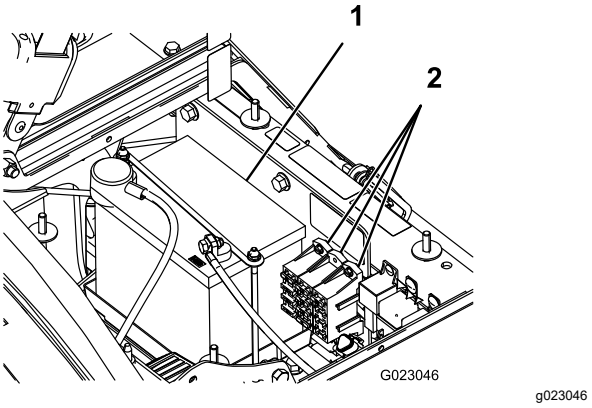

Figuur 48
Er zijn 2 zekeringen en 1 lege sleuf in het elektrische systeem. Deze bevinden zich onder de bestuurdersstoel (Figuur 48).
2. De accu bevindt zich aan de rechterzijde van de machine, achter de pomp (Figuur 48).
5. Verwijder de accuhouder en bevestigingen (Figuur 48).
2. Monteer de accuhouder en zet deze vast met de bevestigingen die u eerder hebt verwijderd (Figuur 48).
4. Monteer het accudeksel en zet dit goed vast met de 2 knoppen (Figuur 48).
1. Draai de knoppen aan beide zijden van de accubak los en verwijder het accudeksel (Figuur 48).